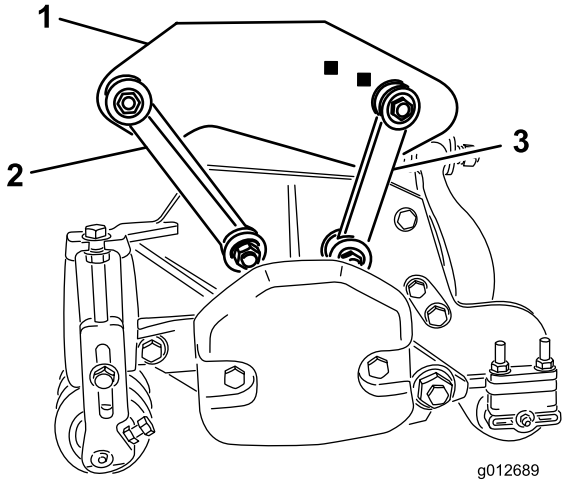

Figur 19
- Fäst de främre monteringslänkarna i hålen på bärramen med en bult (3/8 x 2 1/4 tum), två planbrickor och en låsmutter såsom visas i Figur 19. Placera en bricka på var sida om länken vid montering. Dra åt fästelementen till 42 N·m.
- Fäst de bakre monteringslänkarna i hålen på den bakre bärramen med en bult (3/8 x 2 1/4 tum), två planbrickor och en låsmutter såsom visas i Figur 19. Placera en bricka på var sida om länken vid montering. Dra åt fästelementen till 42 N·m.